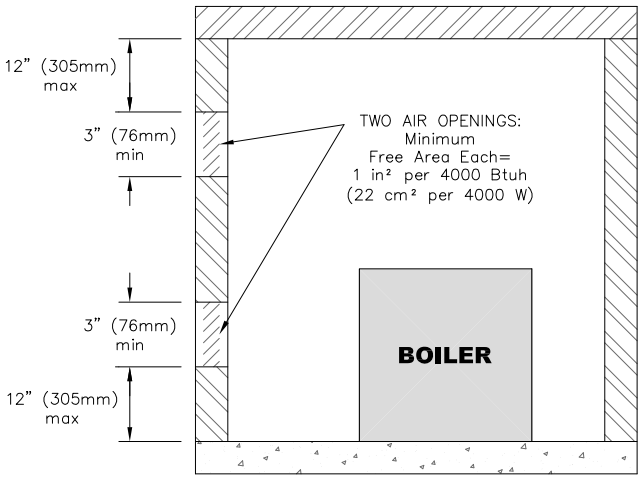
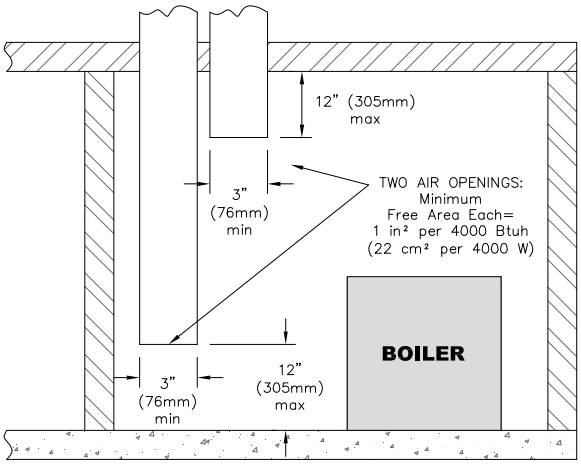

Figure 1.5: Air Openings – All Air Directly from Outdoors
Figure 1.6: Air Openings – All Air from Outdoors through Vertical Ducts
i. Where communicating directly or through vertical ducts with the outdoors each opening shall have a minimum free area of 1 in^2 per 4000 Btu/hr (22 cm^2 per 4000 W) of total input rating for all equipment in the space. See Figure 1.5 for openings directly communicating with the outdoors or Figure 1.6 for openings connected by ducts to the outdoors.